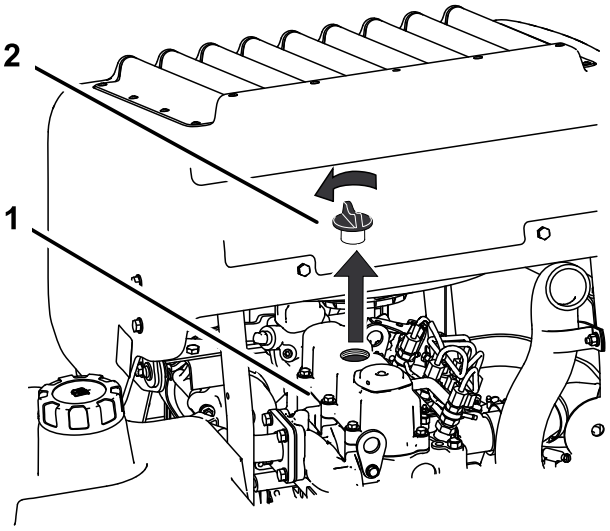

Rysunek 46
6. Odkręć korek wlewu oleju z górnej części silnika (Rysunek 46). Pomoże to spuścić olej.
2. Usuń korek wlewu oleju i wskaźnik poziomu (Rysunek 46).